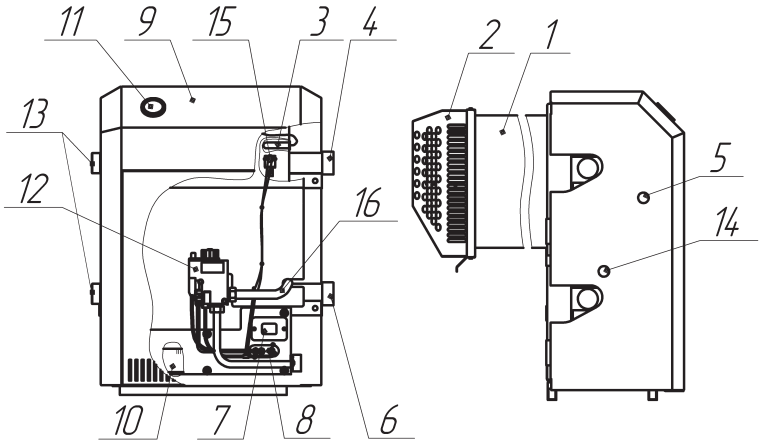

Рис. 1. Устройство изделия
5.1. Котел представляет собой сварную конструкцию, образующую по всему периметру водяную рубашку, окаймляющую топочную камеру, в которую помещен контур горячего водоснабжения (для котлов с водяным контуром). В нижней части котла, в проеме топочной камеры, установлено газогорелочное устройство с органами управления. В задней части котла находится газоотводящий патрубок для удаления продуктов сгорания из топки. На задней поверхности котла расположены проушины для крепления котла к стене. На боковых стенках котла расположены патрубки для подключения отопления (см. рис. 1).